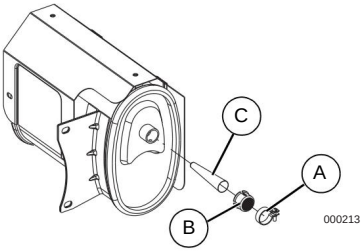

Figura 4-5. Pantalla parachispas
1. Afloje la abrazadera (A) y retire el tornillo. Consulte ***la Figura 4-5.***
2. Inspeccione la pantalla (B) y reemplácela si está rota, perforada o dañada. Si la pantalla no está dañada, límpiela con un solvente comercial.
3. Vuelva a colocar el cono del parachispas (C) y la pantalla (B). Asegúrelo con la abrazadera (A) y tornillo.